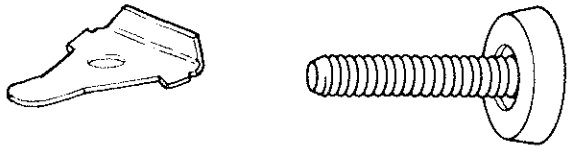

Fig. 20 - Support Bracket, Leveling Foot
1. Mount *floor leveler support brackets* inside legs. Line up the three tabs on *brackets* with slot on *leg* and tap into place. Make sure lip on *bracket* points up. (Figure 20)